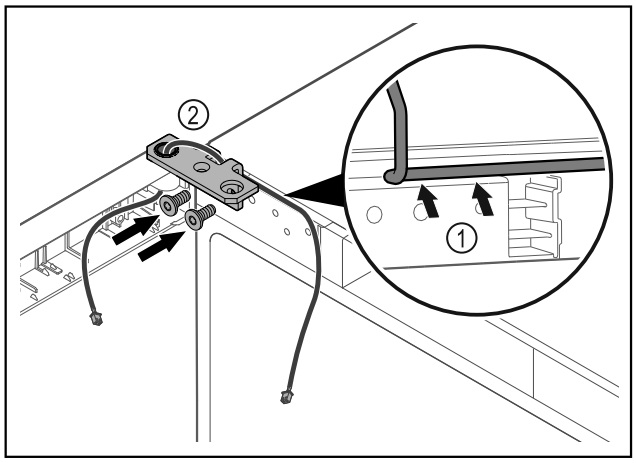

Fig. 35
▶ Feed the cable through the recess in the hinge and lay it carefully *Fig. 35 (1)*.
▶ Screw on the hinge *Fig. 35 (2)*.